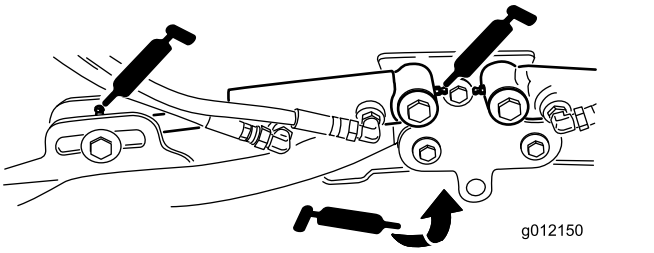

Figur 39
- Klippenheternas lyftarmscylindrar (2 var) (Figur 39)
- Lyftarmens svängtappar (1 var) (Figur 39)